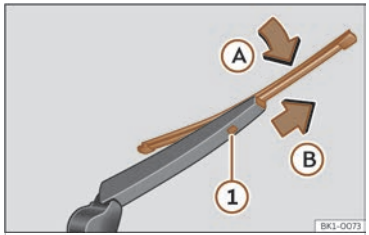

Fig. 180 Changing the rear wiper blade
- Rotate the blade slightly ››› **Fig. 180** (arrow Ⓐ).
- Hold down the release button ① while gently pulling the blade in the direction of the arrow Ⓑ.
- Insert a new blade of the **same length and type** in the rear wiper arm in the opposite direction to the arrow Ⓑ until button ① snaps into place.